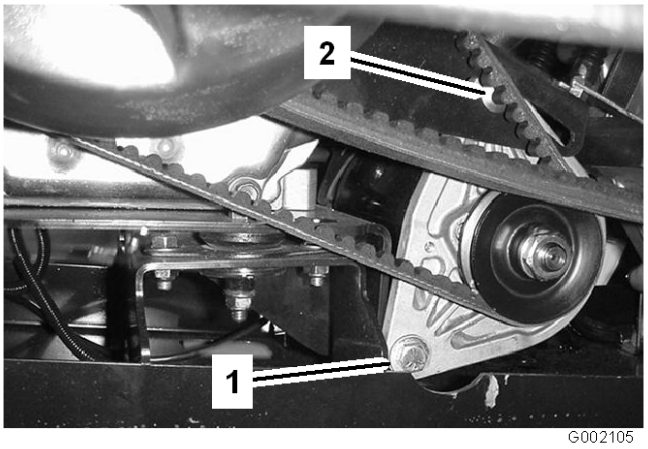

Figur 53
2. Løsn startgeneratorens drejebolt (Figur 53).
3. Kil en løftestang ind mellem motormontagen og starteren. Løsn møtrikken på justerbrædddebolten (Figur 53).
5. Tilspænd brædddeboltmøtrikken, og fjern løftestangen. Stram startgeneratorens drejebolt (Figur 53).